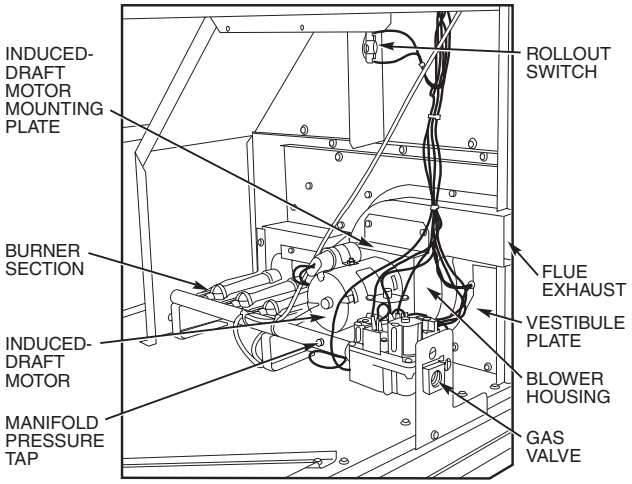

**Fig. 52 — Burner Section Details**
2. Remove the 6 screws that attach induced-draft motor housing to vestibule plate (Fig. 52).
REMOVAL AND REPLACEMENT OF GAS TRAIN (Fig. 52 and 53)